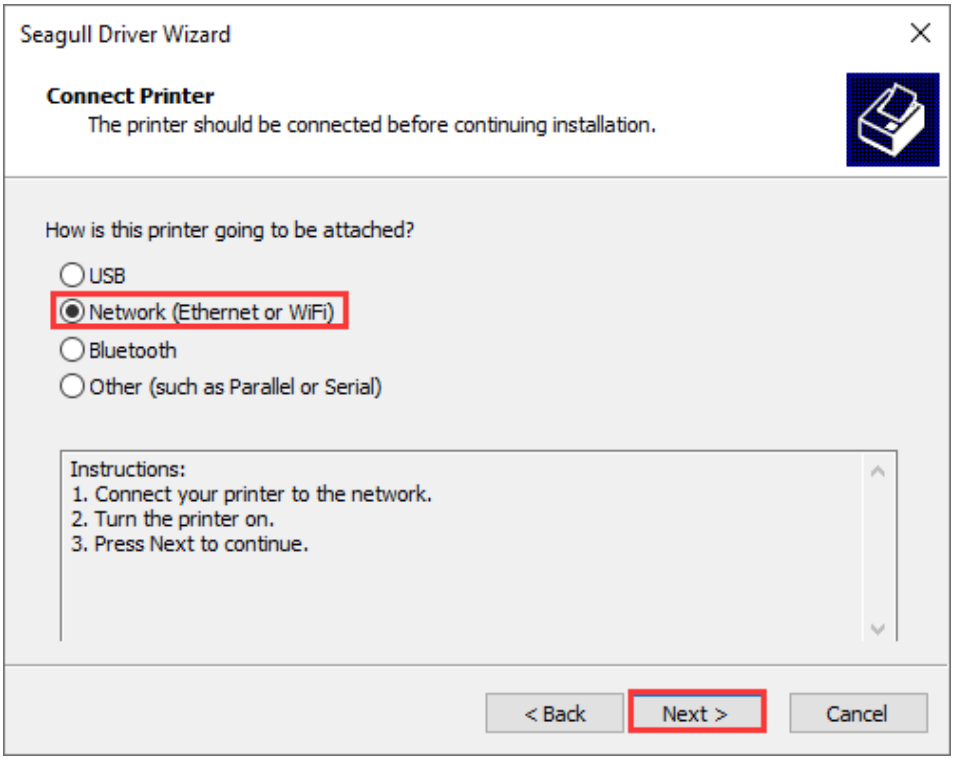

Figure 2-34 Connect Printer Screen
3. On the "Connect Printer" screen, select "Network (Ethernet or WiFi)", and then click "Next", as shown in Figure 2-34.